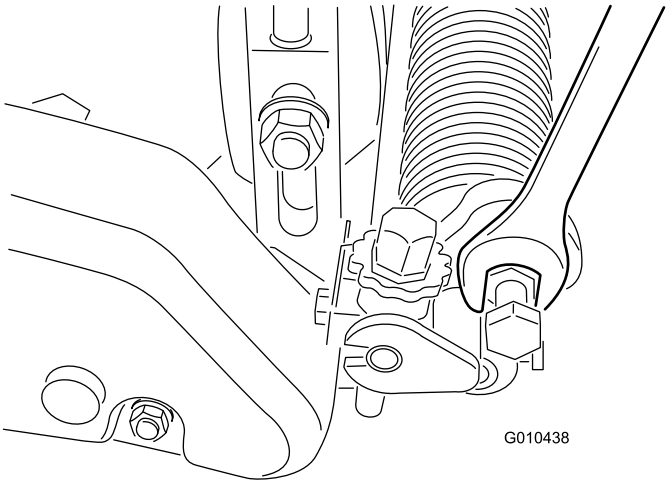

Figur 24
B. Vrid armarna uppåt eller nedåt till läge A eller B Figur 24).